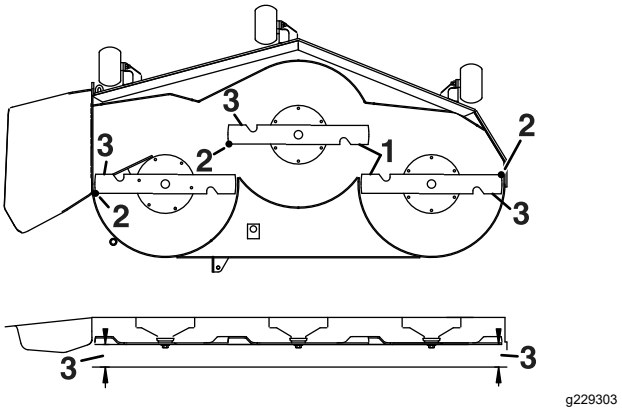

Rysunek 72
5. Zmierz odległość między zewnętrznymi krawędziami tnącymi a poziomą powierzchnią (Rysunek 72).